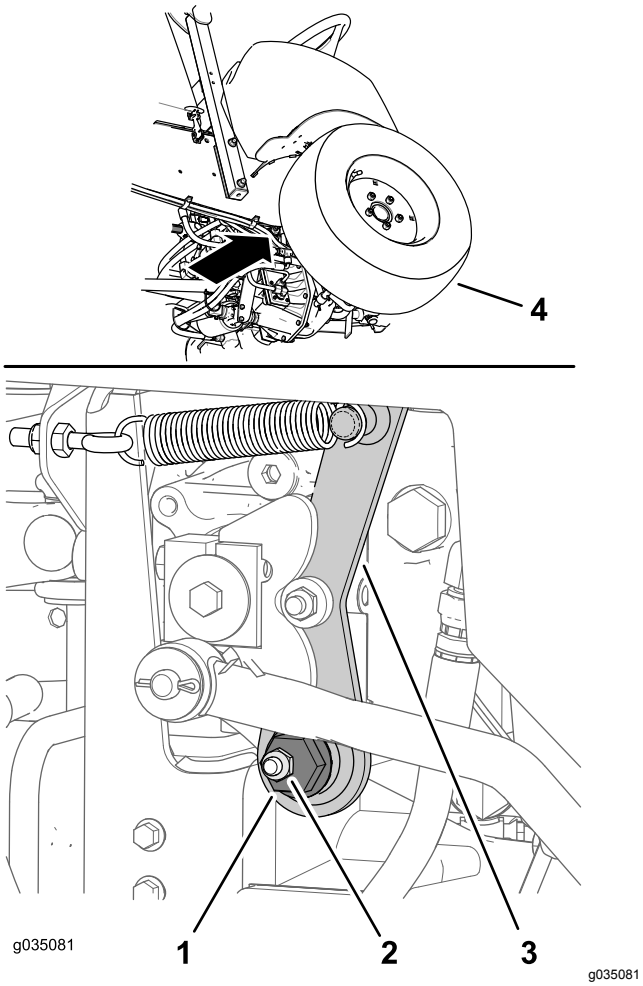

Figur 68
1. Find den excentriske sekskantskrue til højre på hydraulikpumpen og under kontrolkonsollen (Figur 68).
2. Løsn låsemøtrikken, indtil du kan bevæge den excentriske sekskantskrue (Figur 68).
4. Drej den excentriske sekskantskrue mod uret, indtil forhjulet begynder at dreje fremad. Drej derefter den excentriske sekskantskrue med uret, indtil forhjulet begynder at dreje bagud (Figur 68).